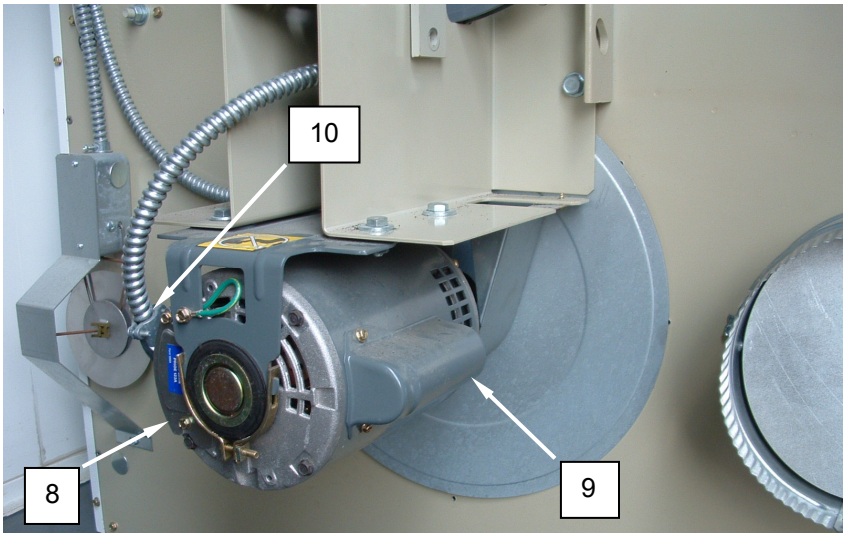

Figure 4. Replace the Fan Motor.
3. Remove screws retaining motor junction box cover **(Figure 4, Item 8)**, and remove cover.
4. Tag and disconnect wiring from motor **(Figure 4, Item 9)**.
5. Remove the conduit **(Figure 4, Item 10)** with wiring from the motor.
19. Remove screws retaining motor junction box cover **(Figure 4, Item 8)**, and remove cover.
20. Install the conduit **(Figure 4, Item 10)** with wiring into the motor junction box **(Figure 4, Item 8)**.
21. Connect the wiring to the motor **(Figure 4, Item 9)** as tagged.
22. Install the motor junction box cover **(Figure 4, Item 8)** and retain with screws.